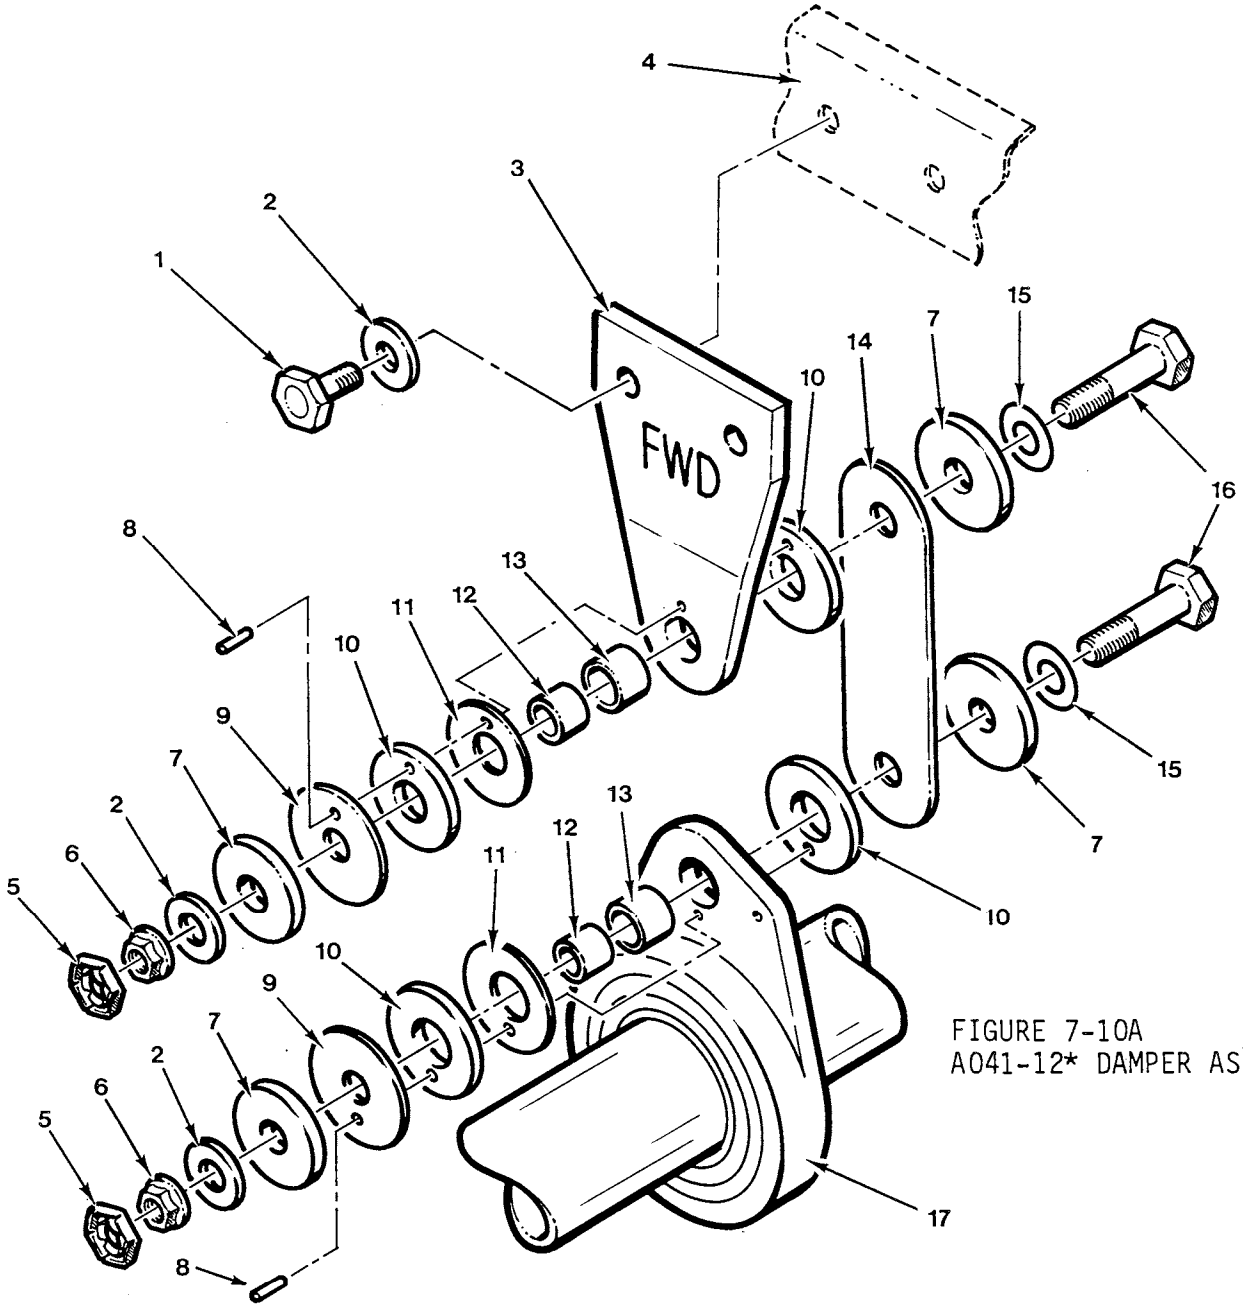

FIGURE 7-10A
b) Disassemble damper per Figure 7-10 or Figure 7-10A, as applicable.
d) Assemble damper per Figure 7-10 or Figure 7-10A, as applicable. Install spring washers with concave face toward A041-5 DU washers.